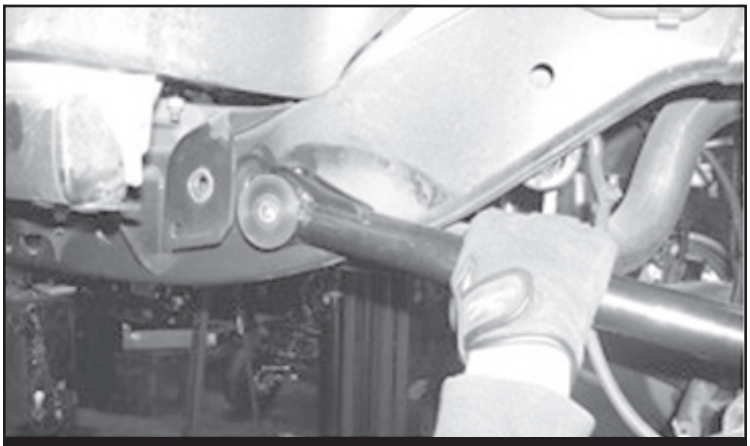

FIGURE 22 - STEP 15
15. Locate FT50725 (upper links) and install (2) FT50567 (9/16” ID Short) misalignments into each end. Install the new links using the factory bolts and hardware. Torque to 153 ft-lbs. **SEE FIGURE 22**